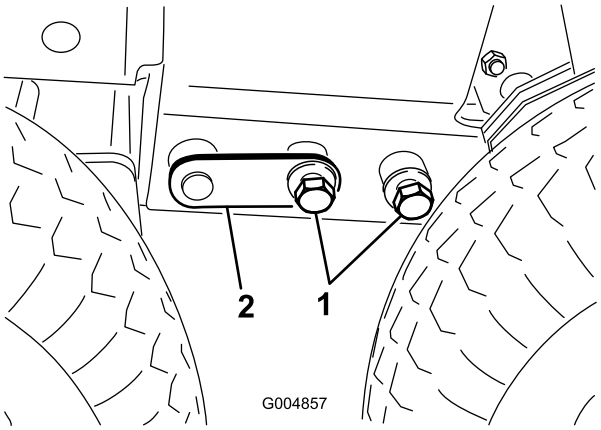

**Rysunek 50**
14. Dostosuj wysokość podnośnika, aby włożyć śruby (3/4 cala) po obu stronach (Rysunek 50).